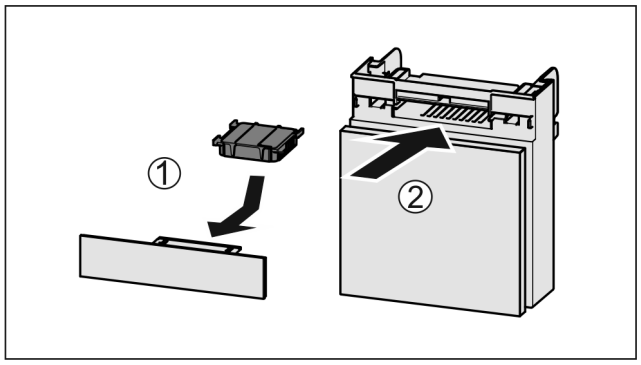

Fig. 201
- ▶ Insert the carbon filter as shown in the diagram *Fig. 201 (1)*.
- ▶ Push the compartment in *Fig. 201 (2)*.